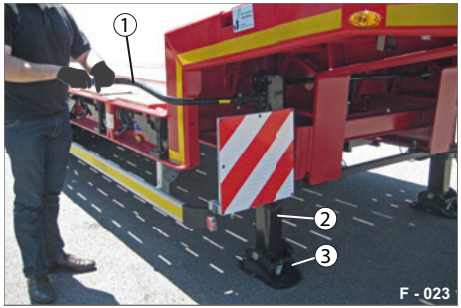

Abb. 56 Stützbeine herunterlassen
▶ Kurbeln Sie die Stützbeine (Abb. 56/2) mit der Handkurbel (Abb. 56/1) soweit herunter, bis die Ausgleichsfüße (Abb. 56/3) auf dem Untergrund stehen.